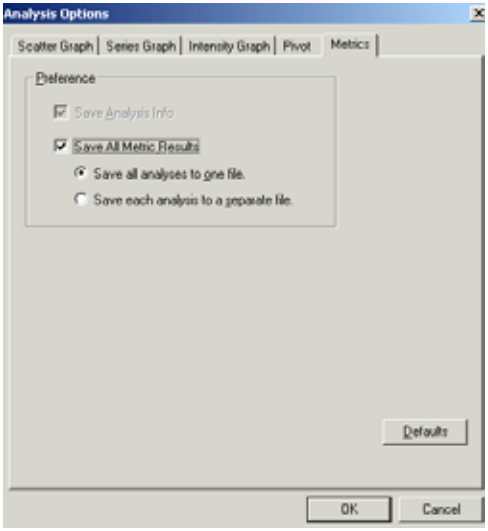

Figure 10.17
⇒ The Analysis Options dialog box appears **(Figure 10.17)**.
*Do not choose the **Save All Metric Results** option* **(Figure 10.17)** *if you want to save selected results.*
4. Click **Save** to export the metrics data according to the preferences set in the Analysis Options (Metrics tab) **(Figure 10.17)**.